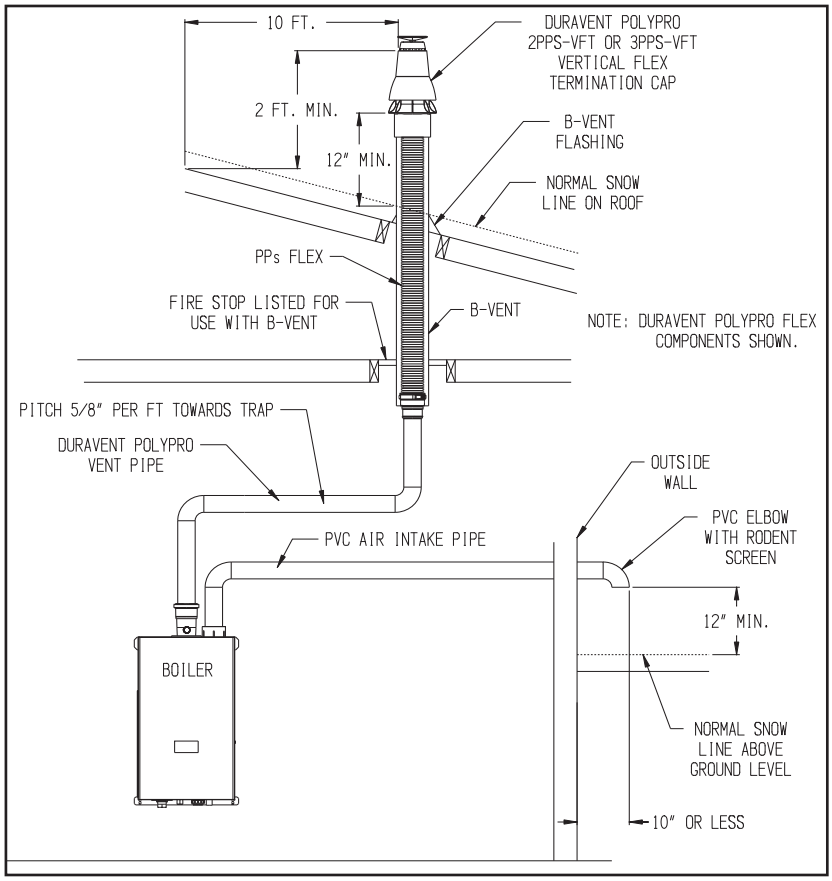

Figure 7.23: Split Vent System (Flex in B-Vent Chase) Vent Options 33-38)
4. Use of abandoned chimneys as a vent chase (Options 33-38) – Vent options 33-38 permit flexible Polypropylene venting to be routed to the roof using an abandoned masonry or B- vent chimney. In these applications combustion air is drawn horizontally from a wall terminal. See Figure 7.23 or 7.24. When using one of these vent options, observe the following requirements:
Example: A 100MBH model is to be installed as using Vent Option 34 in a masonry chimney as shown in Figure 7.23. The following components are used: